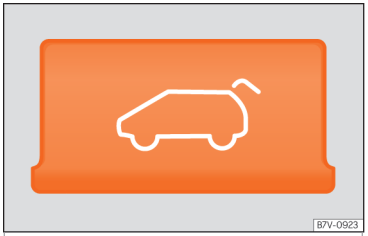

Fig. 8 Detail of centre console: rear lid unlocking key.
- Press the button on the centre console ››› Fig. 8. The rear lid will be automatically opened.